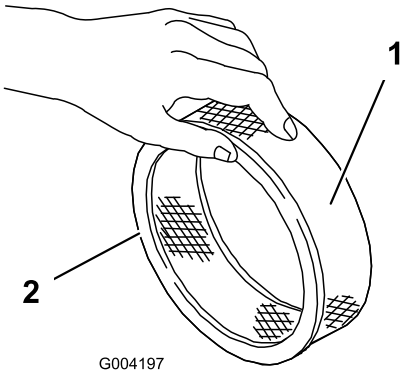

Figuur 16
5. Controleer het filterelement op scheuren, een vettig oppervlak of beschadiging van de rubberen afdichting (Figuur 16).
1. Schuif voorzichtig het schuimgroffilter op het papieren element (Figuur 16).